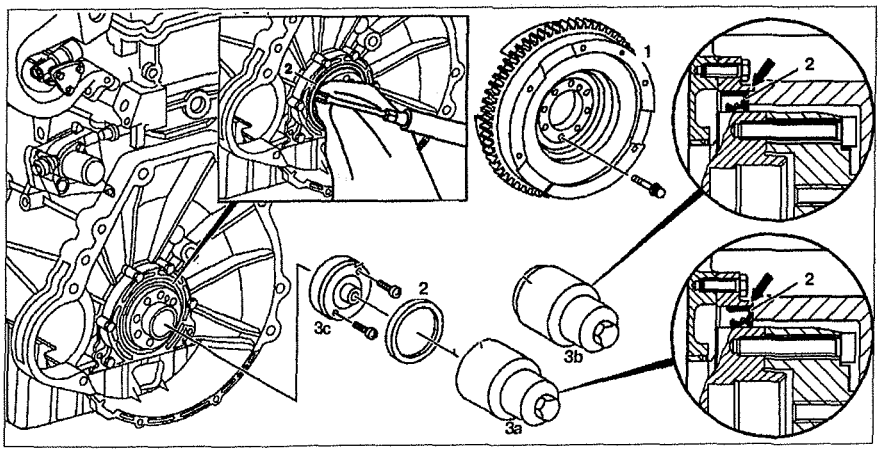

Рис. 2.32. Задний сальник коленчатого вала:
1. Снимите маховик **1** (см.рис. 2.32)